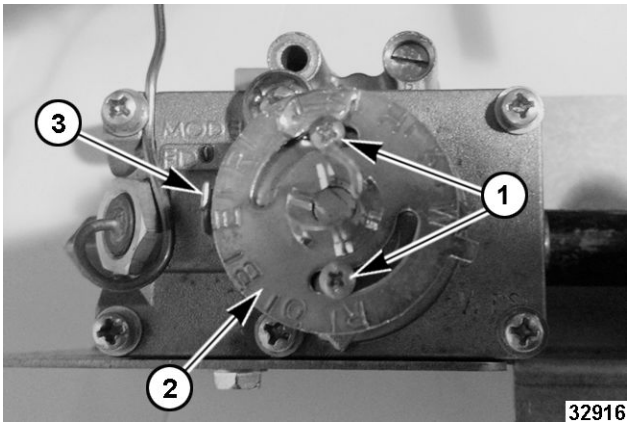

Fig. 123
B. Loosen both calibration screws (1, Fig. 123) until calibration plate moves independently of the control.
C. Turn calibration plate (2, Fig. 123) until mark corresponding to test instrument or thermometer reading is in line with center of pointer "A" (3, Fig. 123), and while holding in this position, tighten calibration screws firmly.